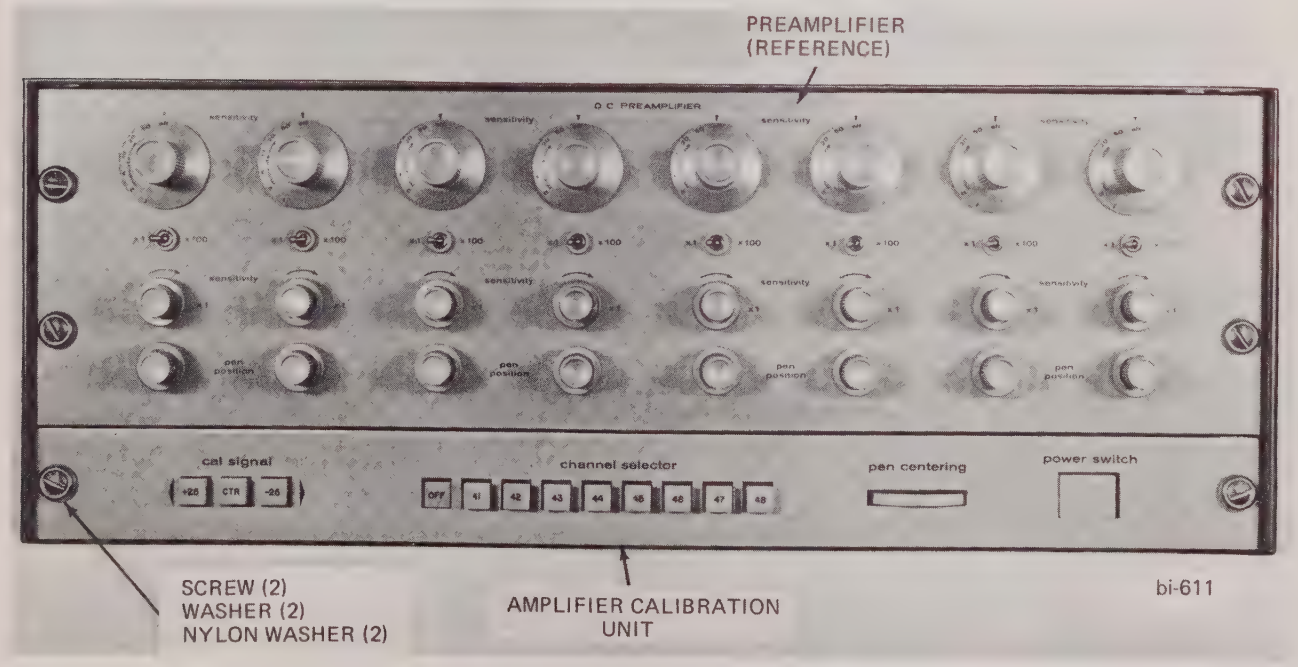

FIGURE 2-11 INSTALLATION OF AMPLIFIER CALIBRATION AND SYSTEM POWER ASSEMBLY
2. Position front panel on calibration unit and install two screws (Fig. 2-11).